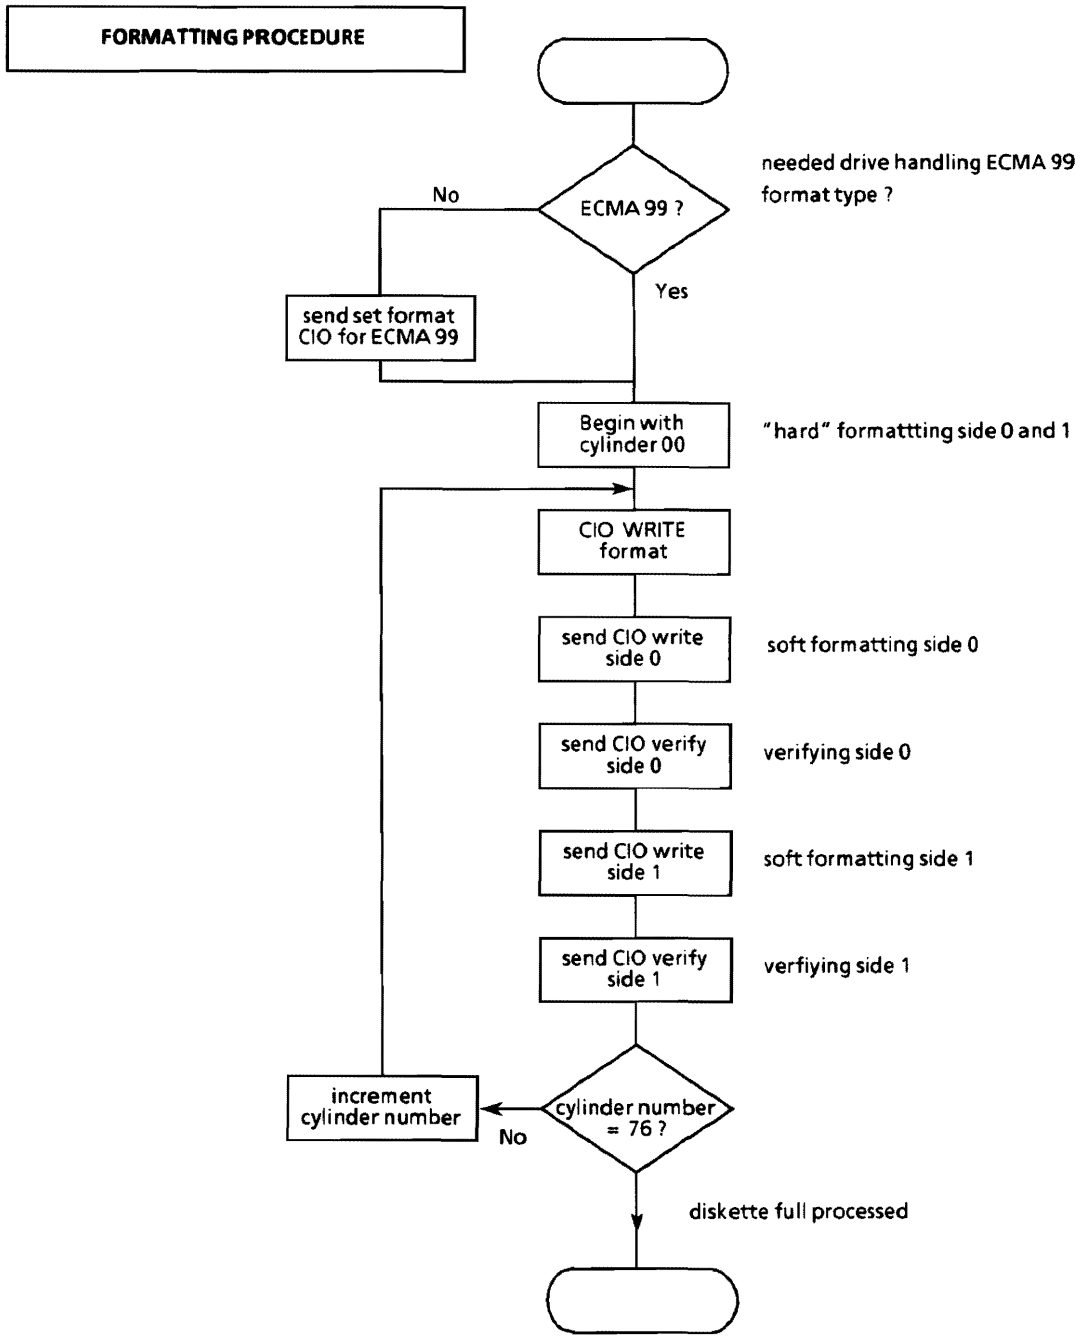

Figure 2.14 Formatting Procedure
- **The WRITE FORMAT command** executes the formatting process on one cylinder or one track i.e. the write format command must be issued for each cylinder or track. This way of working will provide an advantage to the software (see fig. 2.14).